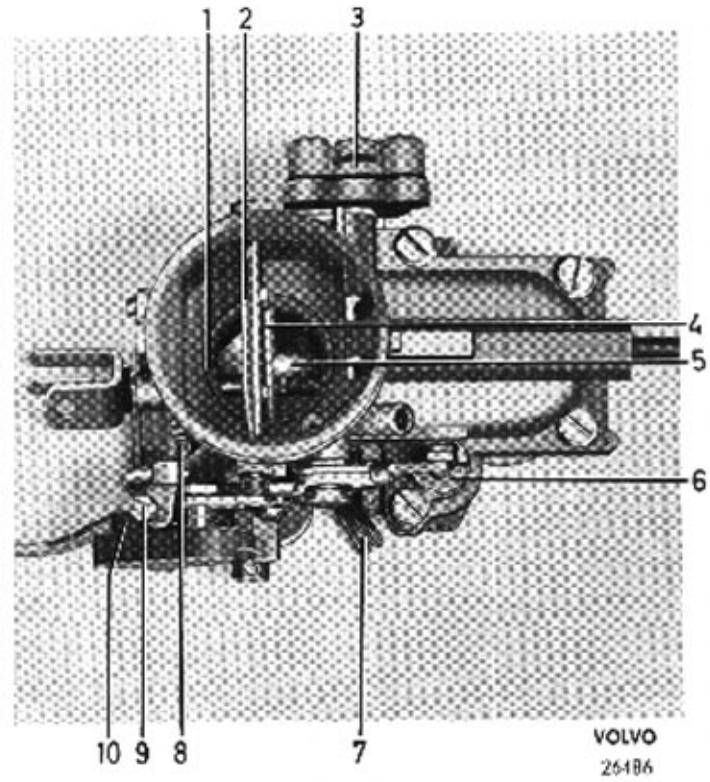

Bild 23-13. Luftkonans läge
Blandningskammarens spets (5 bild 23-13) skall ligga an mot tvärstaget på luftkonan. Om så ej är fallet lossas luftkonans skruv och läget justeras.
Pumpkolven kan ställas in för kort eller långt slag genom brickan (6, bild 23-13). Vid ändring lyftes brickan och vrides ett halvt varv. Normal inställning är kort slag, den högsta kammen på brickan vänd mot fjädern på hävarmen.
Drag ut chokereglaget helt och kontrollera att främre kammen på chokehävarmen stannar mot anslaget. Skruva ur snabbtomgångsskruven (9, bild 23-13) så långt att den ligger plant med sin konsol, på undersidan. Skruva därpå ned skruven 3,5 varv. Skjut in chokereglaget.
1. Ställ tomgångsvarvtalet till 500—700 r/m, med skruven vid spjällhävarmen (8, bild 23-13).
2. Justera bränsleluftblandningen med volymskruven (7). Skruva först skruven inåt (magrare blandning) så att motorn börjar gå ojämnt, därefter sakta utåt så att jämn och lugn gång erhålles.